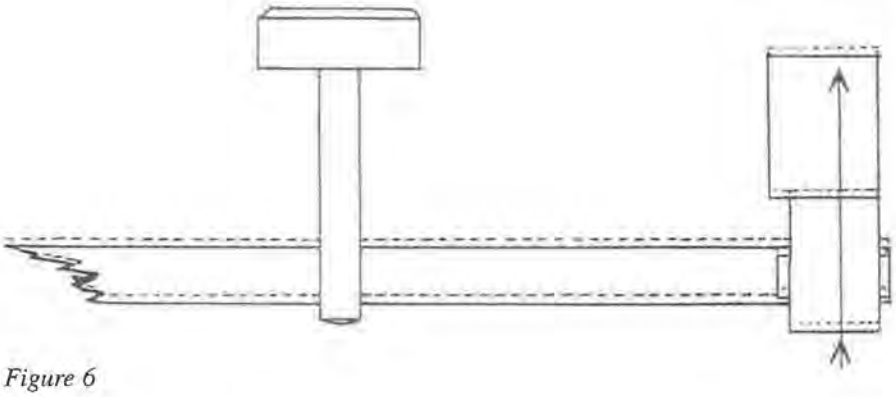

Figure 6
1. Raise hairspring stud. (See Figure 6.)